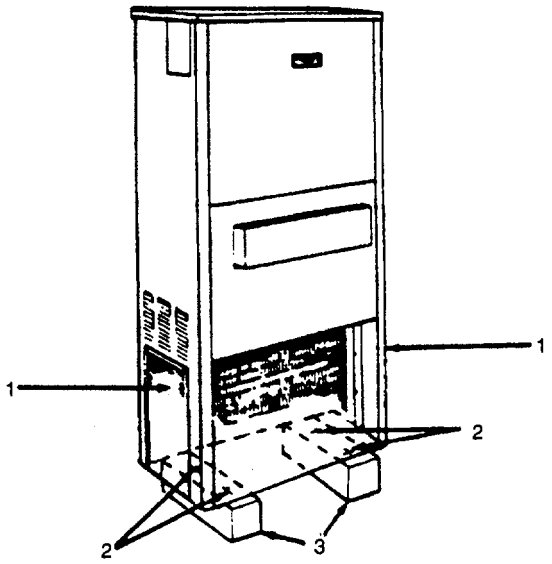

Figure 4-4. Removing Shipping Base
(1) Remove both side door assemblies (1, Figure 4-4) from unit. See para 4-19.
(2) Remove the four lag bolts (2) holding the base pan of the unit to the shipping base (3). Retain for reuse.
(3) Replace side door assemblies (para 4-19).